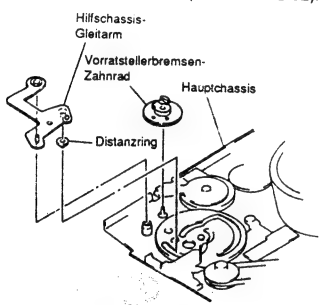

Abb. 2-62
1) Das Vorratstellerbremsen-Zahnrad aus dem Hauptchassis herausziehen (siehe Abb. 2-62).